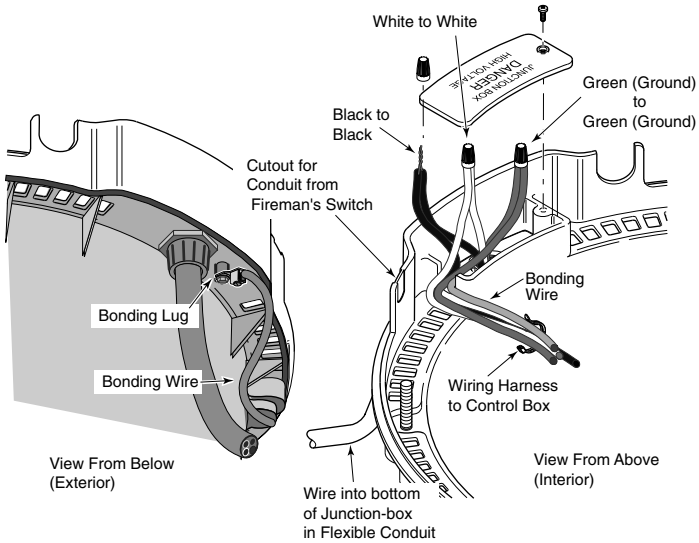

FIGURE 23: Field Wiring
Connect the hot lead of the power supply to the black wire, the neutral lead to the white wire, and the ground wire to the green wire (See Figure 23).
5. Connect the wires between the Fireman's Switch terminals on the heater and those on the time clock using 18 gauge wire with a minimum 3/64" (1.2mm) thick insulation rated for a temperature rise of at least 105°C. Route the wires out through the knockout on the bottom of the Control Box. Use a 90° conduit el and conduit run out through the cutout on the Lower Enclosure, next to the Junction Box (see Figure 23).